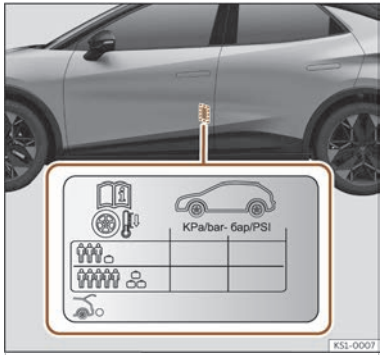

Fig. 198 Location of the tyre pressure sticker.
- Adjust tyre pressure to the load being carried by the vehicle ››› Fig. 198.
The tyre pressure values are shown on the sticker located on the rear frame of the front left door ››› Fig. 198.
The tyre pressure must be adjusted according to the load the vehicle is carrying. If the vehicle is going to be fully loaded, increase the tyre pressure to the maximum load value shown on the sticker ››› Fig. 198.
In the case of a minimised temporary spare wheel (125/70 R16 or 125/70 R18) inflate to a pressure of 4.2 bar as indicated on the tyre pressure label ››› Fig. 198.
- **The driver is responsible for ensuring that all of the vehicle tyres are correctly inflated to the right pressure. The recommended tyre pressure is indicated on the label ››› Fig. 198.**
- **Tyre pressure should be as indicated on the label when the tyres are cold at all times ››› Fig. 198.**